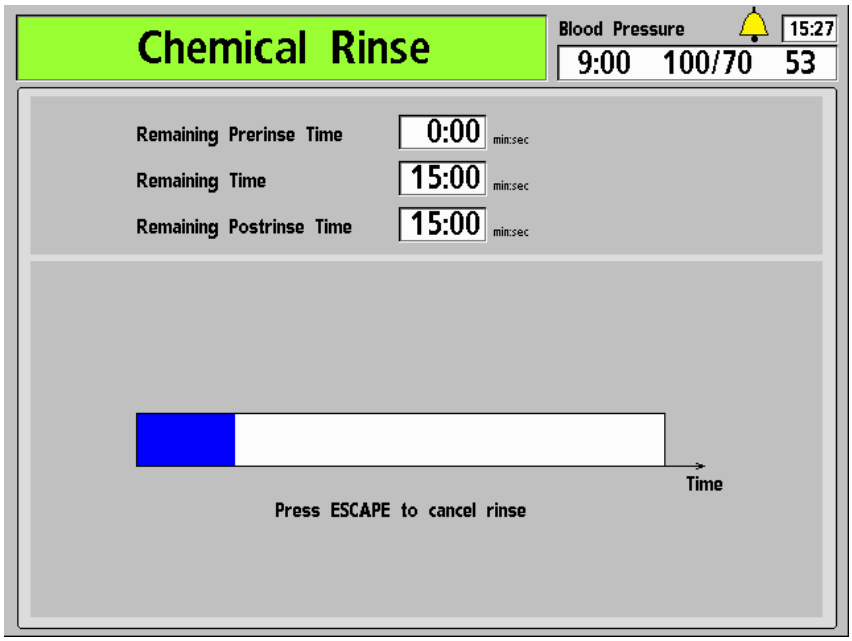

Figure 95 – The Chemical Rinse Screen
4. The "Chemical/Rinse" screen appears in the display (see Figure 95). The progress of the disinfection program is indicated by the horizontal bar. The program starts with a 45 second pre-rinse. The message, "Rinsing Lines, Please Wait" is displayed in the Status Box.